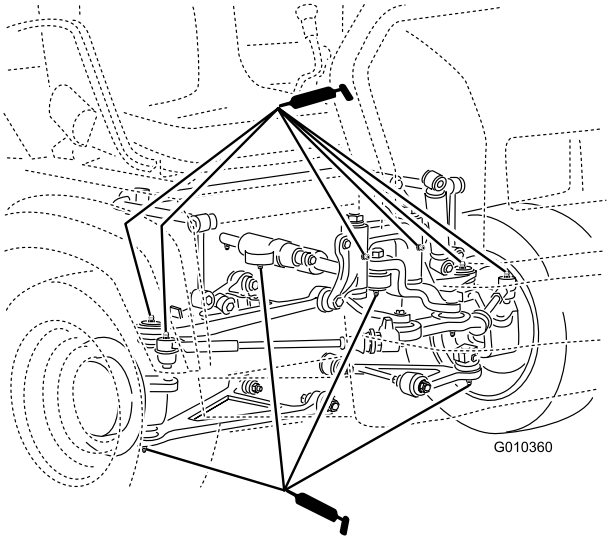

Figuur 38
- Kogelverbindingen (4), trekstangen (2), bevestigingsbeugel (2) en stuurcilinder (2) (Figuur 38)